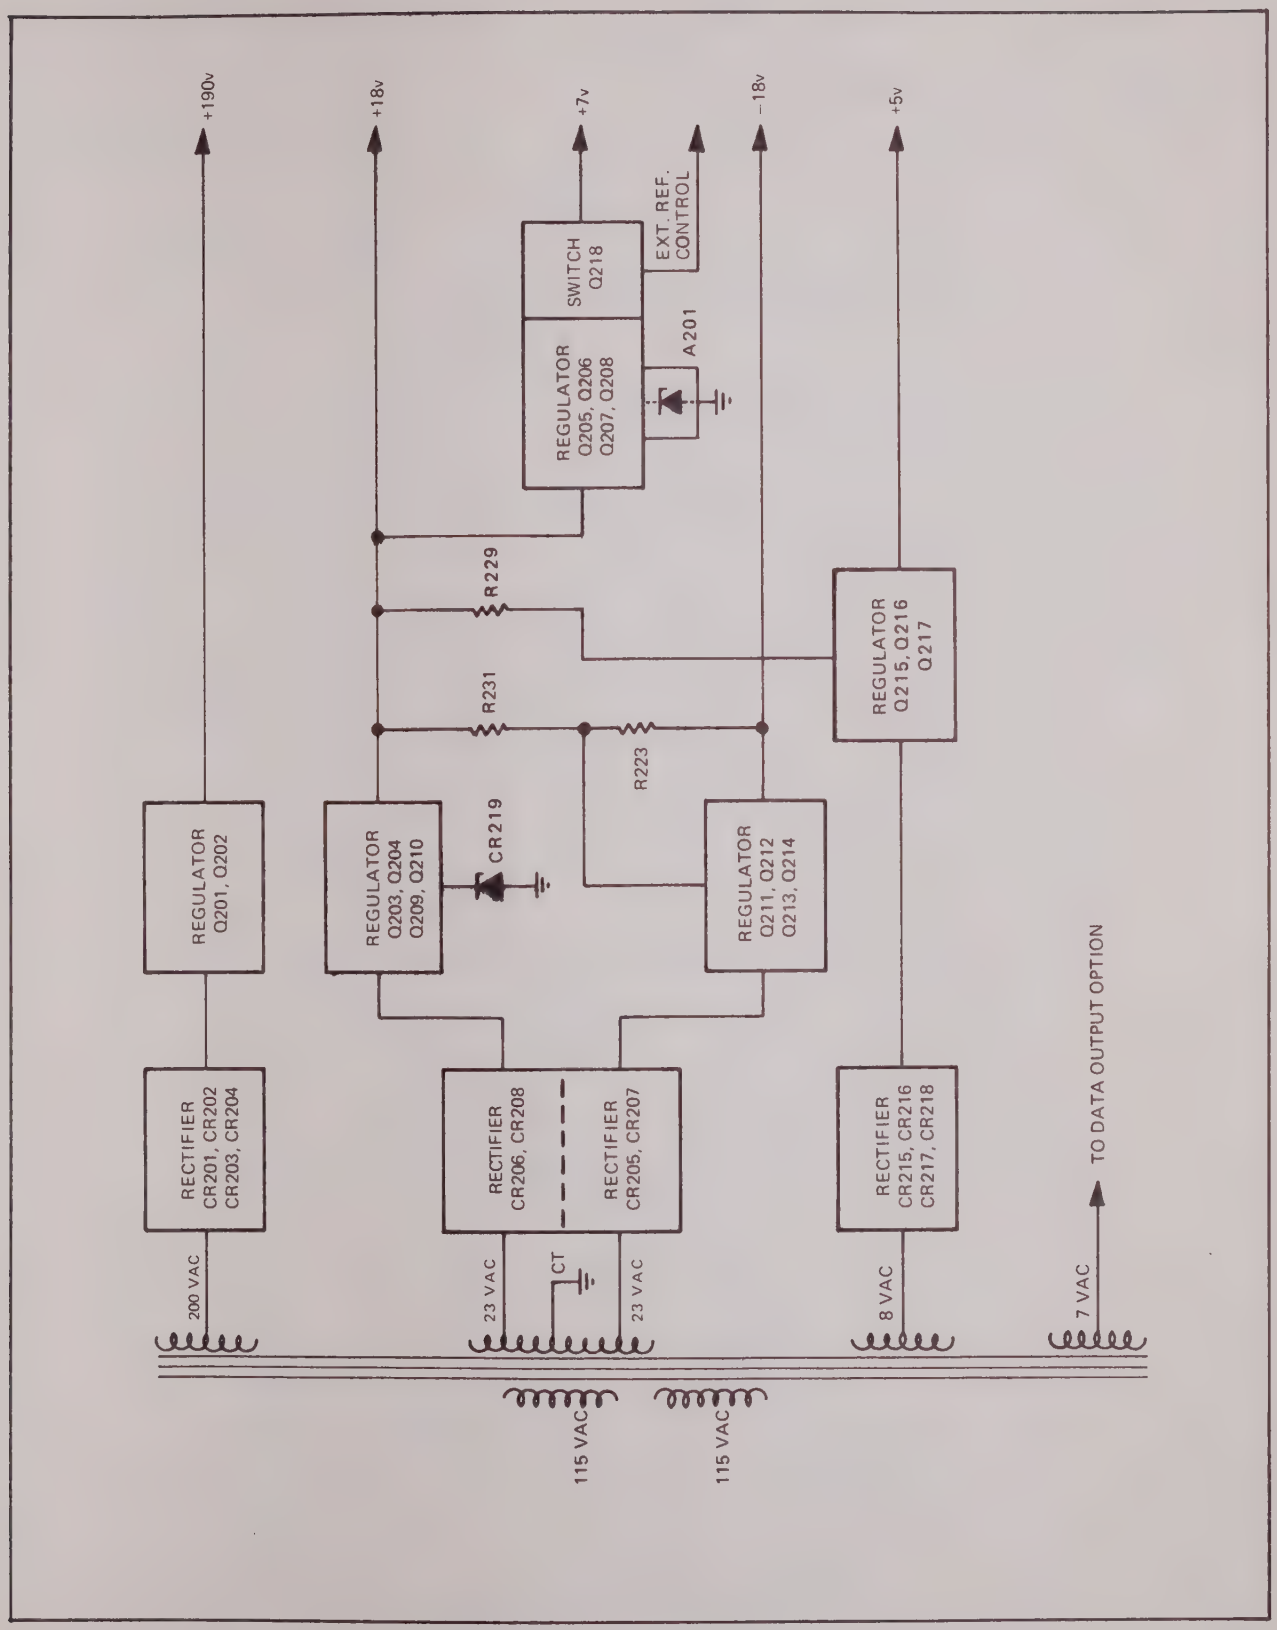

FIGURE 2. 8300A POWER SUPPLY
A. Power Supplies (Figure 2 and Schematic No. 5)